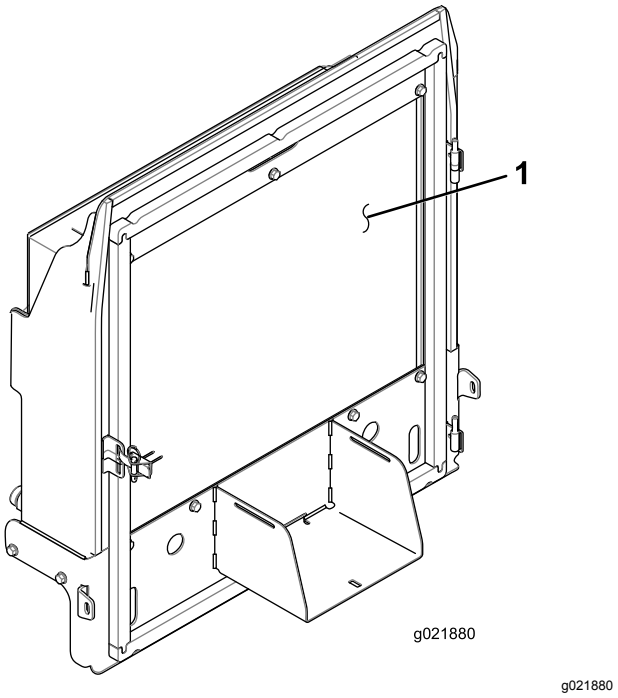

Figur 95
4. Rengør begge sider af køleren/oliekøleren grundigt med trykluft (Figur 95).